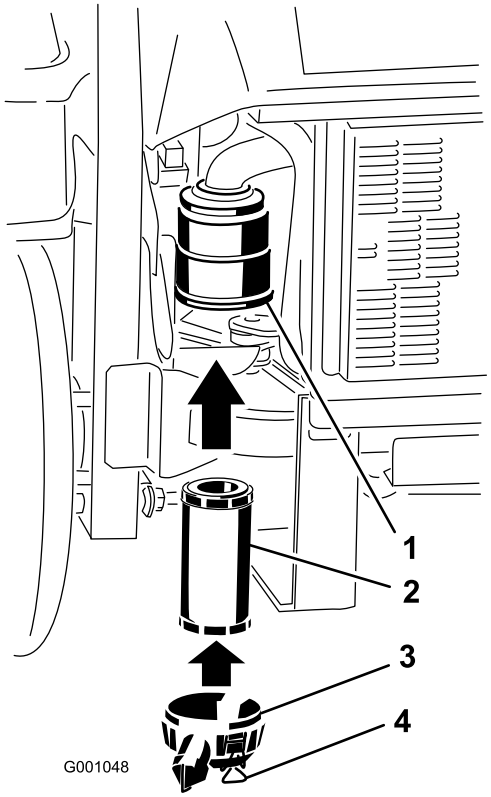

Figuur 44
2. Schuif het filter voorzichtig in de filterbehuizing (Figuur 44). Zorg ervoor dat het filter volledig vastzit door de buitenring van het filter tijdens de montage aan te drukken.
3. Monteer het luchtfilterdeksel en vergrendel dit (Figuur 44).